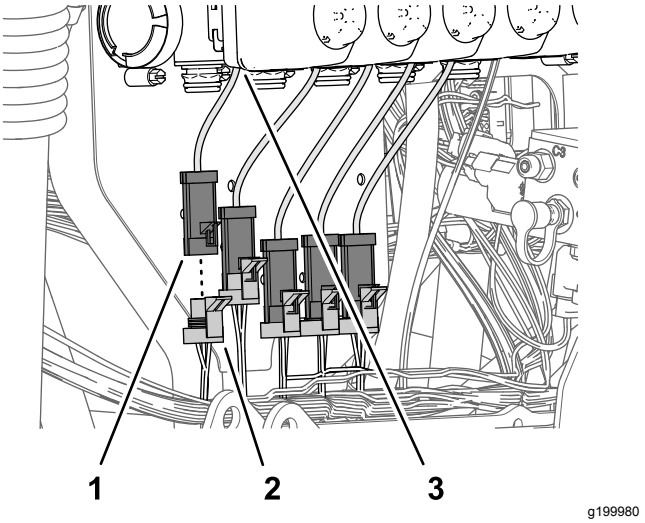

Figuur 114
2. Sluit de connector met 3 contacten (Figuur 114) van de kabelboomaftakking van 89 cm met aanduiding NOZZLE VALVE 1 (spuitdopklep 1) aan op de stekker met 3 pinnen van de klepactuator uiterst links (locatie 1).
3. Sluit de connector met 3 contacten (Figuur 114) van de kabelboomaftakking van 89 cm met aanduiding NOZZLE VALVE 2 (spuitdopklep 2) aan op de stekker met 3 pinnen van de klepactuator (locatie 2).
4. Sluit de overige connectors met 3 contacten van de aftakking van 89 cm van de bijgeleverde kabelboom aan op de stekker met 3 pinnen van de klepactuators (Figuur 114).